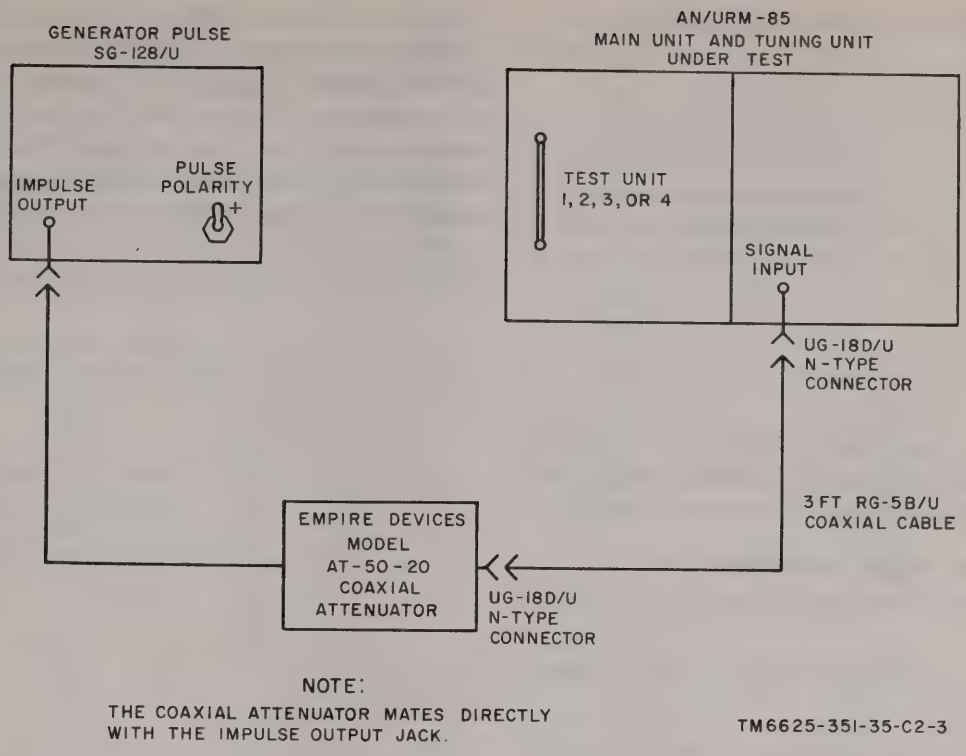

Figure 95.3. Test setup for interference measurement.
To perform this test, set up the equipment as shown in figure 95.3 and proceed as follows:
(1) Rotate the function switch to CW PEAK.
(2) Throw the calibration switch to SERIES CAL & OPERATE.
(3) If tuning unit 1 is installed in the AN/URM–85 test set, rotate the SIGNAL ATTENUATOR DB control to 0 CW ONLY.
(4) If tuning unit 2, 3, or 4 is installed in the AN/URM–85 test set, rotate the SIGNAL ATTENUATOR DB control to the 20 position.
(5) With the test set as indicated in figure 95.3, record the pointer deflection on the AN/URM–85 test set panel-mounted meter.